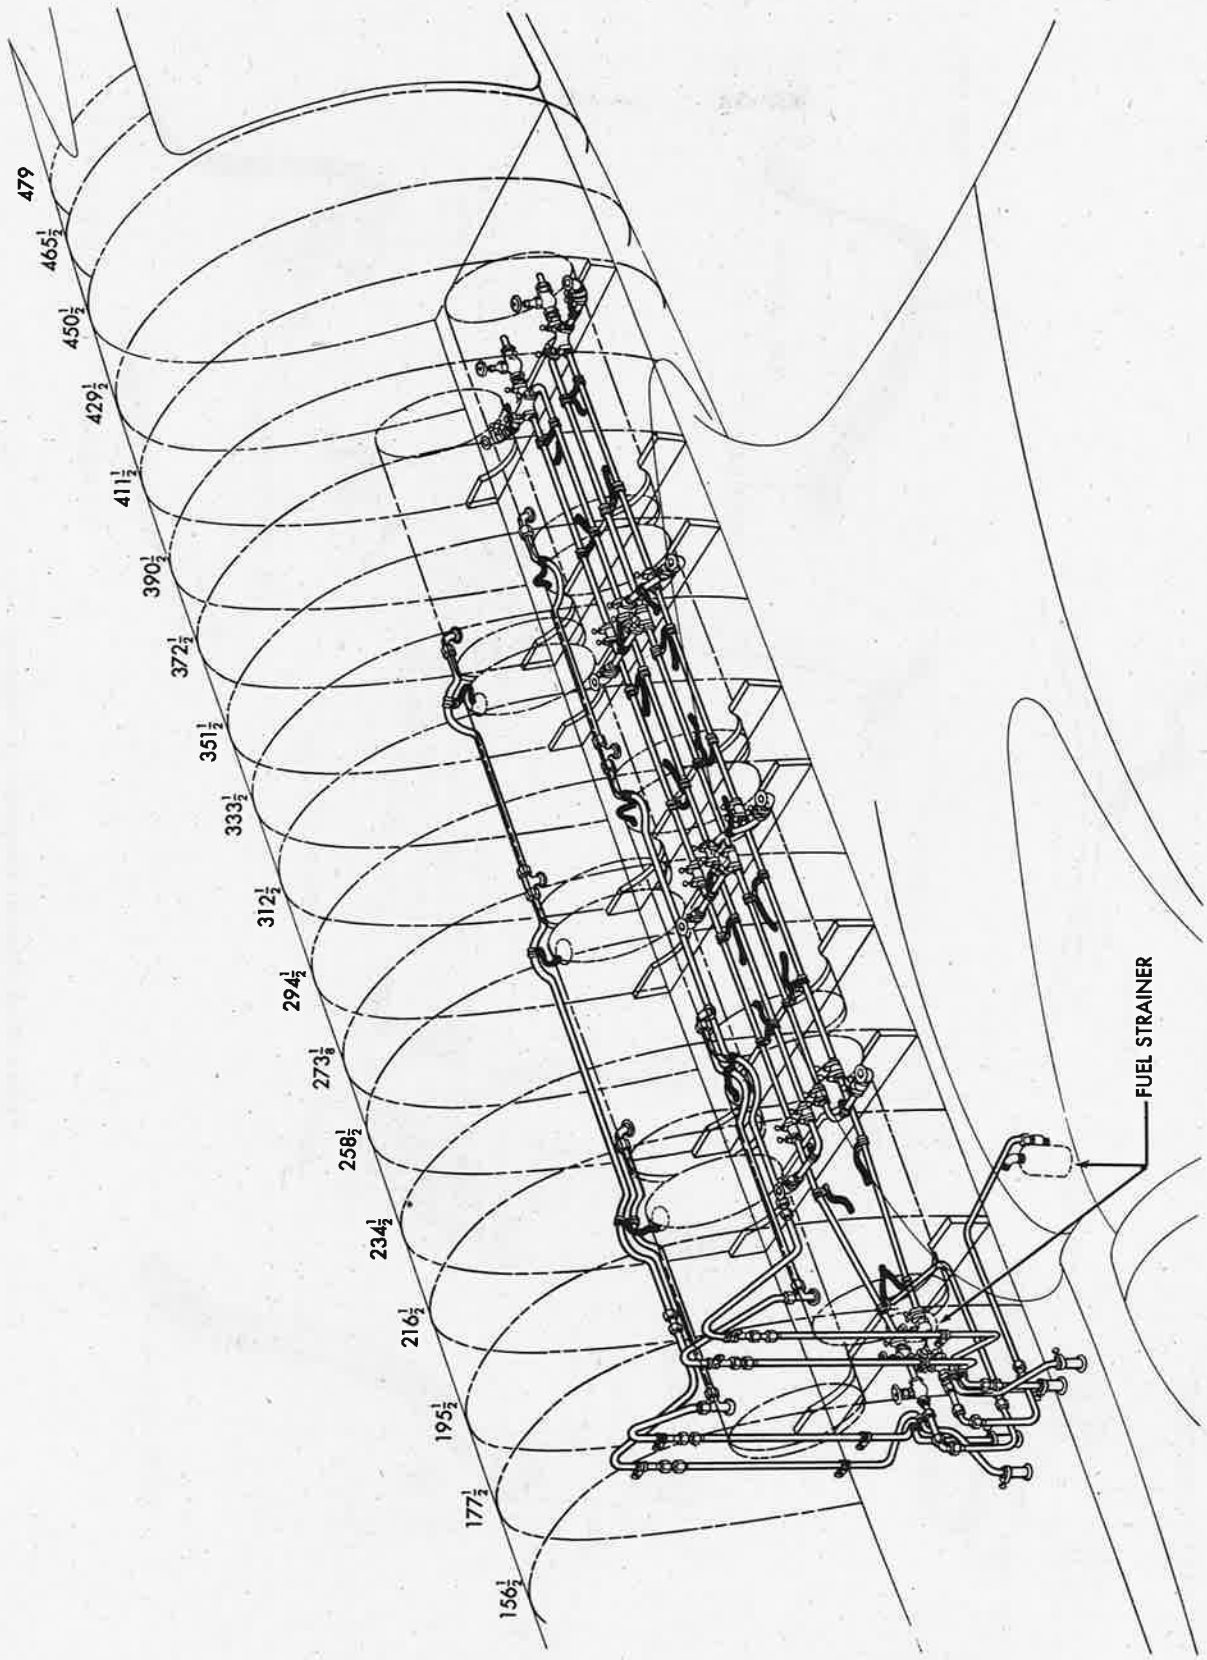

Figure 471A—Bonding Layout—Ferry Fuel System
(3) FERRY FUEL SYSTEM.–It is important that the bonding of the ferry fuel system be understood. This is necessary because of the apparent need for removal and installation of the ferry fuel system in the field. (See figures 471A and 471B.)